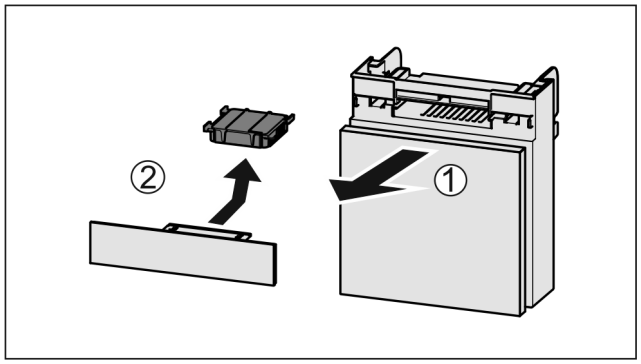

Fig. 176
▶ Zásuvku vytáhněte dopředu *Fig. 176 (1)*.
▶ Filtr s aktivním uhlím vyjměte *Fig. 176 (2)*.